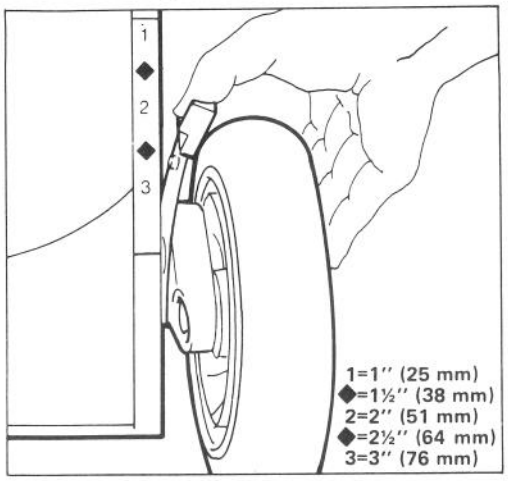

Bild 12
2. Zur leichteren Einstellung das Mähgehäuse anheben, damit das Rad mehr am Boden ist. Schnitthöhen-Einstellhebel zum Rad hin drücken und auf die gewünschte Schnitthöhe einstellen (Bild 12). Sicherstellen, daß der Stift des Einstellhebels in die Nute am Gehäuse einrastet. Alle Räder auf die gleiche Höhe einstellen.